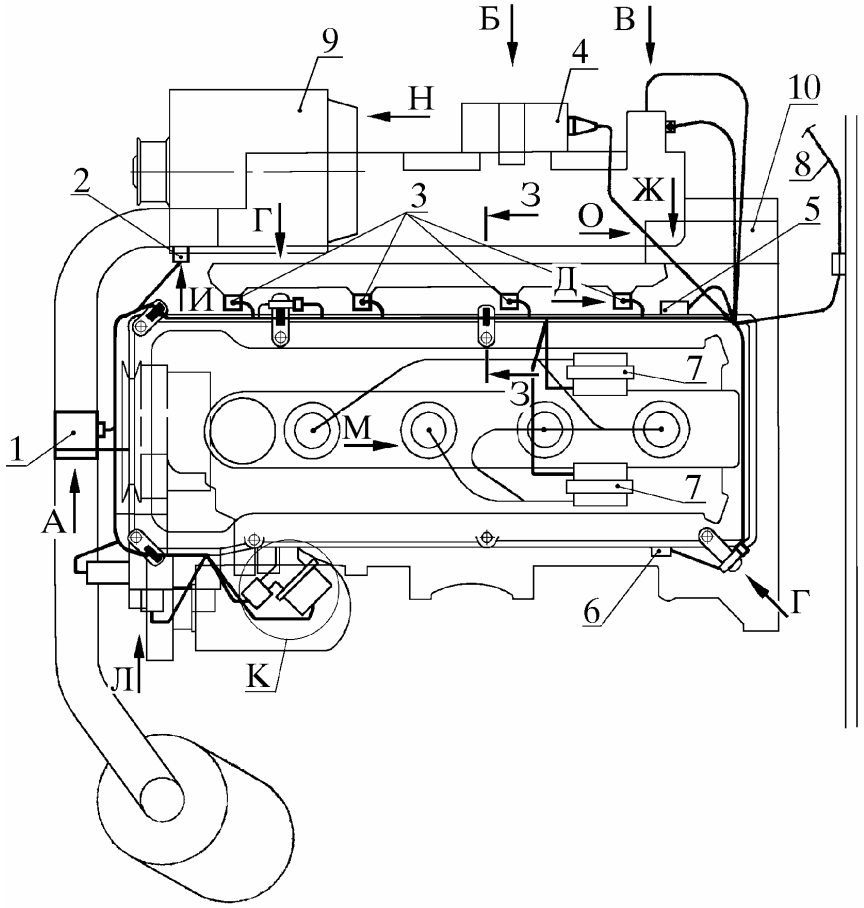

Рис. 7. Отсоединение проводов на двигателе:
4.5. **Отсоединить провода на двигателе** (рис. 7).
4.5.1. Снять гнездовую колодку 11 (рис. 7а) провода с датчика 1 массового расхода воздуха.
Рис. 7а. Отсоединение провода от датчика массового расхода воздуха:
4.5.2. Отсоединить розетку 12 (рис. 7б) провода от регулятора 4 холостого хода.
Рис. 7б. Отсоединение провода от регулятора холостого хода:
4.5.3. Отвинтить и снять гайку 13 (рис. 7в) с шайбой 14 со шпильки 17, снять провода
Рис. 7в. Отсоединение проводов от датчика температуры воздуха:
4.5.5. Отсоединить провод 1 (рис. 7г) от колодки 2 датчика синхронизации (фазы).
Рис. 7г. Отсоединить провода от датчика синхронизации:
4.5.6. Отсоединить провода 20 (рис. 7д) от четырех электромагнитных форсунок 3.
Рис. 7д. Отсоединение проводов от электромагнитных форсунок:
4.5.7. Снять розетку 21 (рис. 7е) провода с датчика 2 положения дроссельной заслонки.
Рис. 7е. Отсоединение провода от датчика положения дроссельной заслонки:
4.5.8. Ослабить винт 22 (рис. 7ж) на датчике 23 аварийного давления масла, снять наконечник провода 27
Рис. 7ж. Отсоединение проводов от датчиков аварийного давления масла и указателя давления масла:
4.5.10. Ослабить винт 28 (рис. 7з) на датчике 30 сигнализатора перегрева охлаждающей жидкости, снять наконечник провода 29
Рис. 7з. Отсоединение проводов от датчиков сигнализатора перегрева охлаждающей жидкости и температурного состояния двигателя:
4.5.12. Отсоединить провода 33, 34, 35, 36 (рис. 7и) от катушек 7 зажигания.
Рис. 7и. Отсоединение проводов от катушек зажигания
4.5.13. Снять розетку 37 (рис. 7к) провода с датчика 38 детонации.
Рис. 7к. Отсоединение проводов от датчика детонации и датчика указателя температуры:
4.5.15. Снять жгут проводов 8 (рис. 7л) с двигателя, выведя усы скоб 40 из отверстий кронштейнов 41.
Рис. 7л. Крепление пучка проводов скобами:
4.5.16. Снять чехол 44 (рис. 7м), наконечники проводов 45 и 46, отвинтив гайку 42 с шайбой 43 с клеммы генератора 9
Рис. 7м. Отсоединение проводов от генератора:
4.5.18. Отсоединить провода от стартера 10 (рис. 7н)
Рис. 7н. Отсоединение проводов от стартера: